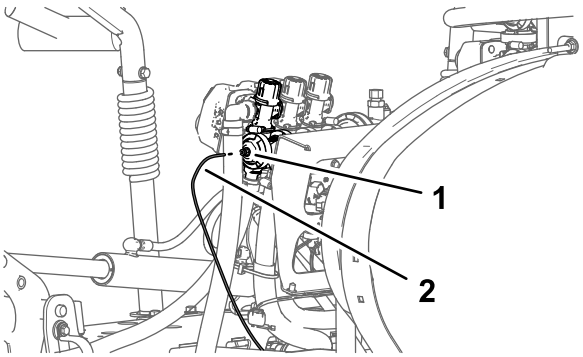

Figur 27
1. Tryk kraven til rørkoblingen ind i endedækslet på højre bomsektionsventil (Figur 27).
2. Træk tryksensorrøret til instrumentpanelets måler ud af rørkoblingen (Figur 27).